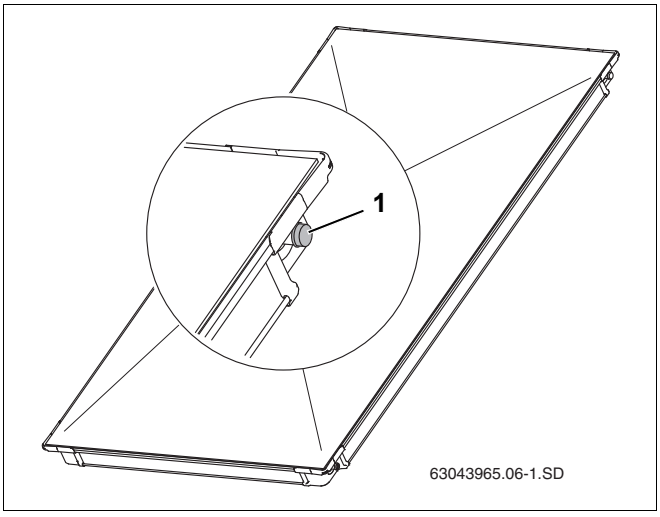

Рис. 5 Пластмассовые крышки на штуцерах коллектора
- Снимите пластмассовые крышки (рис. 5, **поз. 1**) только непосредственно перед монтажом.